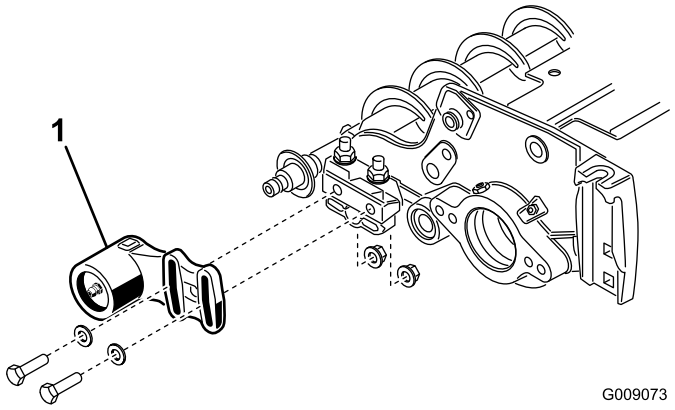
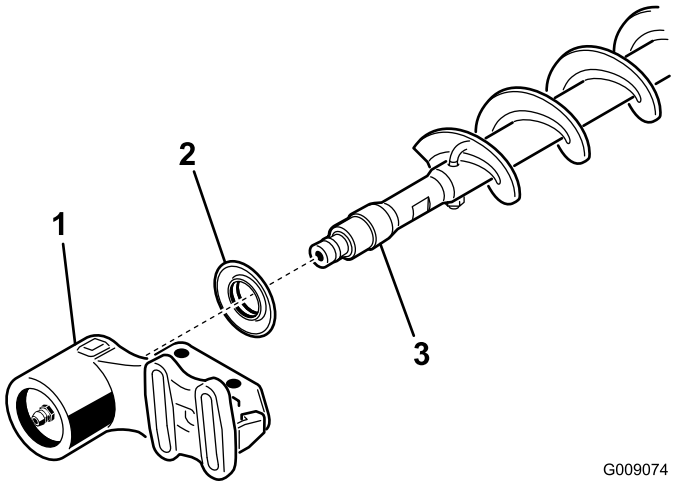

**Figura 20**
**Figura 21**
1. Se sull'apparato di taglio è installata una spazzola per rullo, togliete i 2 bulloni, le rondelle e i dadi che fissano l'alloggiamento del cuscinetto secondario alla staffa di montaggio dell'alloggiamento del cuscinetto (Figura 20 e Figura 21).
2. Fate scorrere l'alloggiamento del cuscinetto secondario e la guarnizione fino a estrarle dall'albero della spazzola (Figura 21).
9. Installate la guarnizione e l'alloggiamento del cuscinetto secondario sull'albero della spazzola (Figura 21).